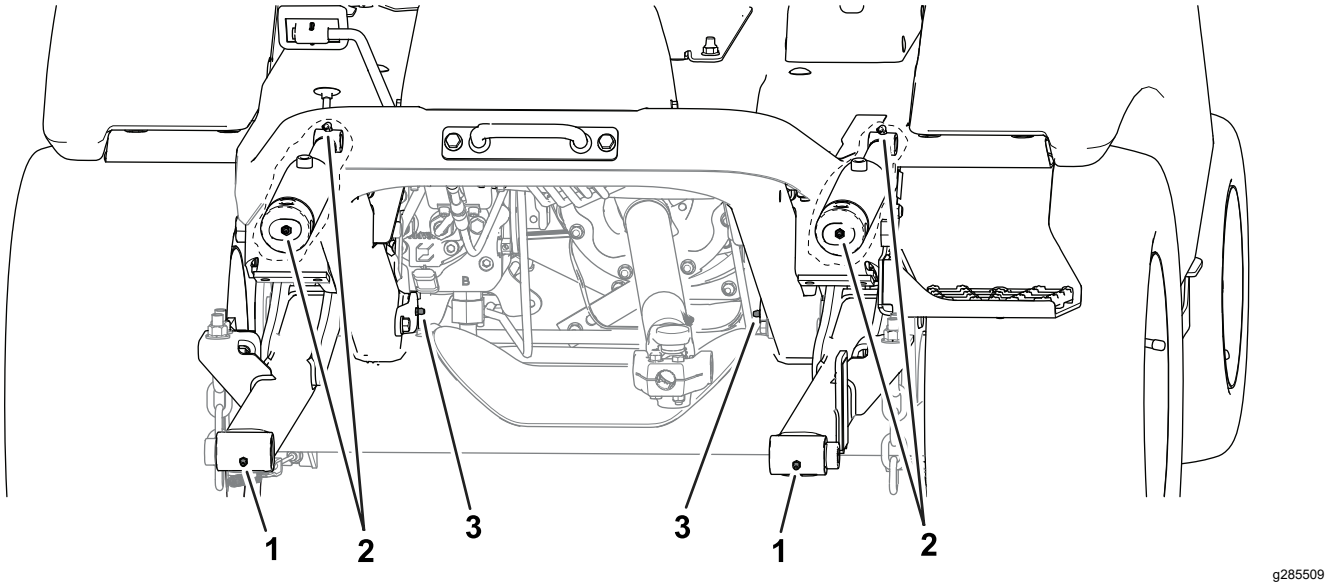

Figur 47
- **Maskinens forende** (Figur 47):
- Redskabets tapsamlinger (2)
- Løftecylinderbøsninger (2)
- Løftearmens tapsamlinger (2)